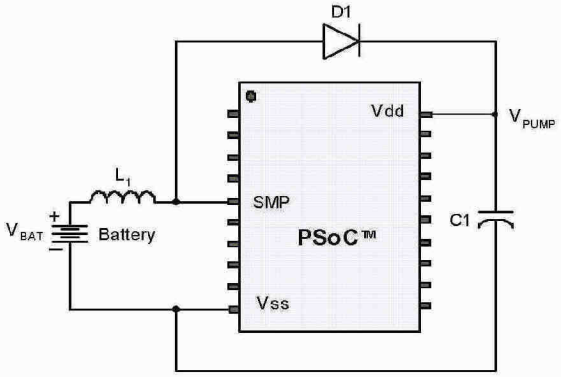

**Figure 3-2. Basic Switch Mode Pump Circuit**
a. $L_1$ = 2 µH inductor, $C_1$ = 10 µF capacitor, $D_1$ = Schottky diode. See Figure 3-2.